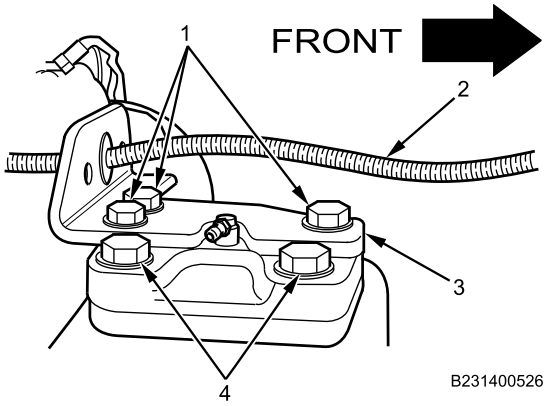

Figure 3. Brake Chamber Mounting Bracket.
6. Remove three bolts (Figure 3, Item 1) and brake chamber mounting bracket (Figure 3, Item 3). Set bracket aside, taking care not to damage ABS sensor wire (Figure 3, Item 2).
7. Remove two remaining steering arm bolts (Figure 3, Item 4)